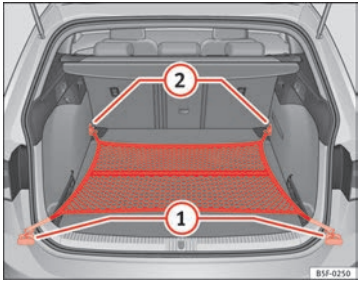

Fig. 108 In the luggage compartment: net bag fastened flush with the floor (LEON ST model).
- In this case lift the front fastening rings ⇒ Fig. 108 ②.
- Secure the net hooks on the fastening rings ② ⇒ ⚠. The bag's zip should be facing upwards.
- Secure the net hooks in the fastening rings ① .